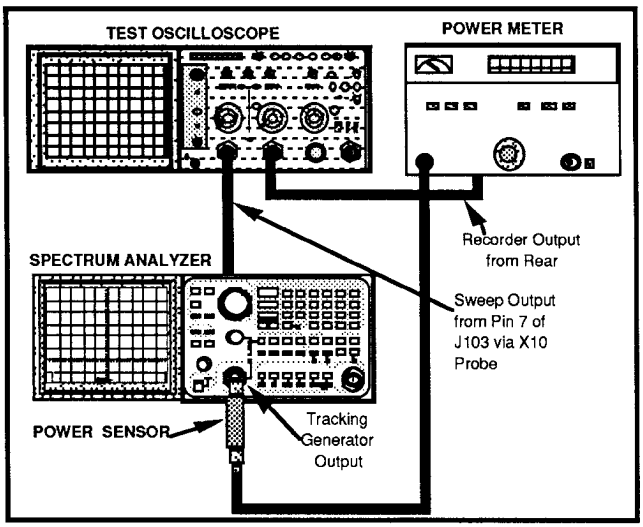

Figure 3-7. Test setup for measuring Tracking Generator flatness.
(1) Recall default power-up settings by pressing UTIL 1 1.
(2) Connect the test equipment as shown in Figure 3-7.
(3) Select the following settings on the spectrum analyzer: